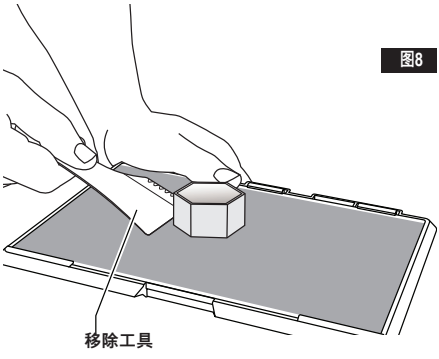

图8
3. 从打印平台上剥离模型。如有需要，小心使用模型移除工具从打印平台上移除模型（如图 8 所示）。如有需要，从打印平台上移除打印平台，同时使模型脱离打印平台。然后可以从模型上移除打印平台。